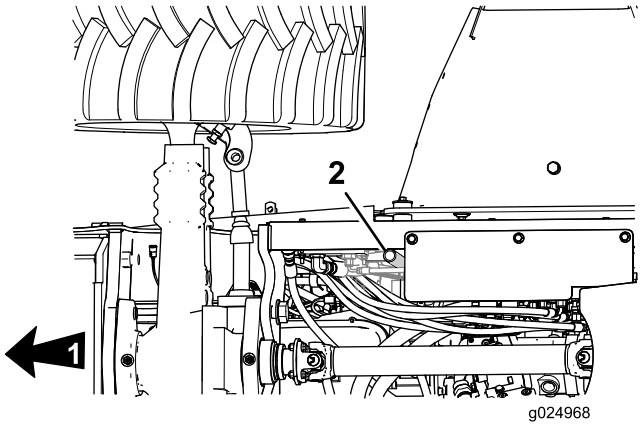

Рисунок 66
1. Проверьте трубку сапуна картера двигателя (Рисунок 66) на наличие осадка, загрязнений или льда внутри трубки.